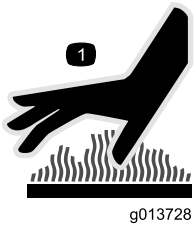

Figure 3
- Ne touchez jamais le moteur ou le silencieux s'il est chaud (Figure 3).